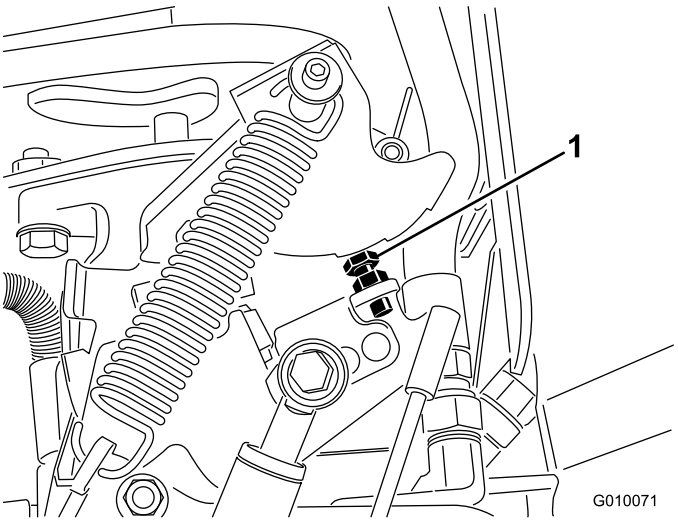

**Figur 67**
5. Hvis det er nødvendig med justering, vri pumpens stoppbolt (Figur 67) nærmere til stoppeplaten for å redusere hullavstanden eller vri stoppbolten vekk fra stoppeplaten for å øke hullavstanden.